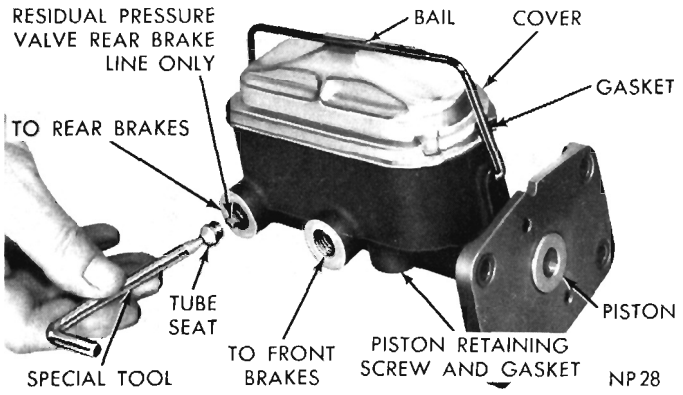

Fig. 2—Removing Tube Seats
(1) Press bail to one side and remove cover and gasket. Empty brake fluid from reservoirs.
(2) Remove piston retaining screw and gasket (Fig. 2), then slide rear piston assembly out of cylinder bore.
(3) Upend master cylinder and tamp (open end down) on bench to remove front piston and spring. If front piston sticks in bore of cylinder, use air pressure to force piston out of cylinder. **New cups must be installed at reassembly if air pressure is used.**
(4) Remove front piston compression spring from bore.
(5) Using Tool T-109-178 (or an easy out) remove tube seats by threading tool firmly into seat, tap tool and seat out of cylinder body. (Fig. 2). Discard seats.